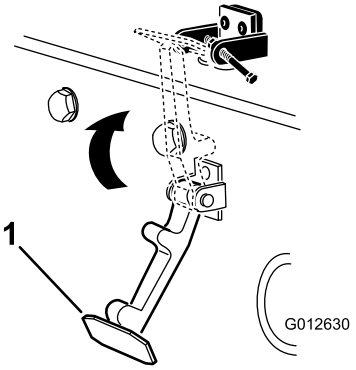

Figur 9
6. Hekt låsen på panserlåsbraketten (Figur 9).